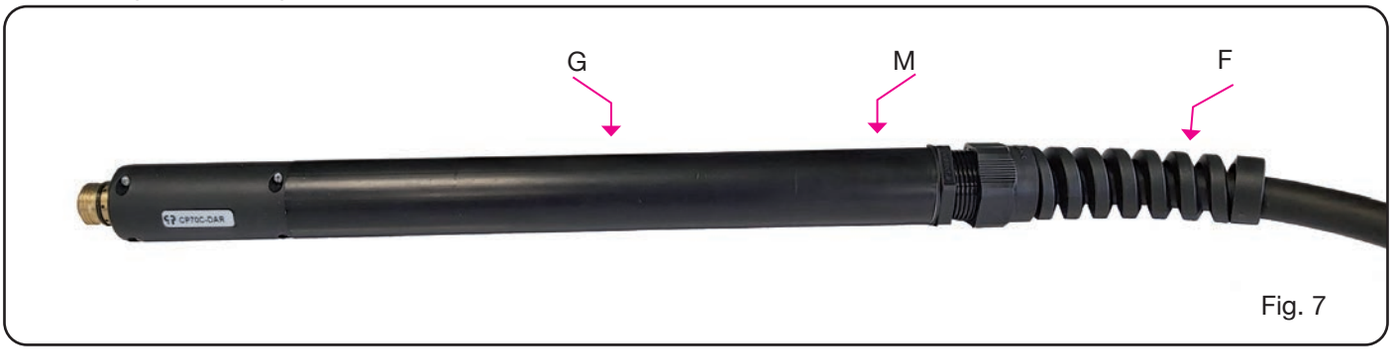

Fig. 7
- Dévisser le presse-étoupe **F** - Fig.7 ;